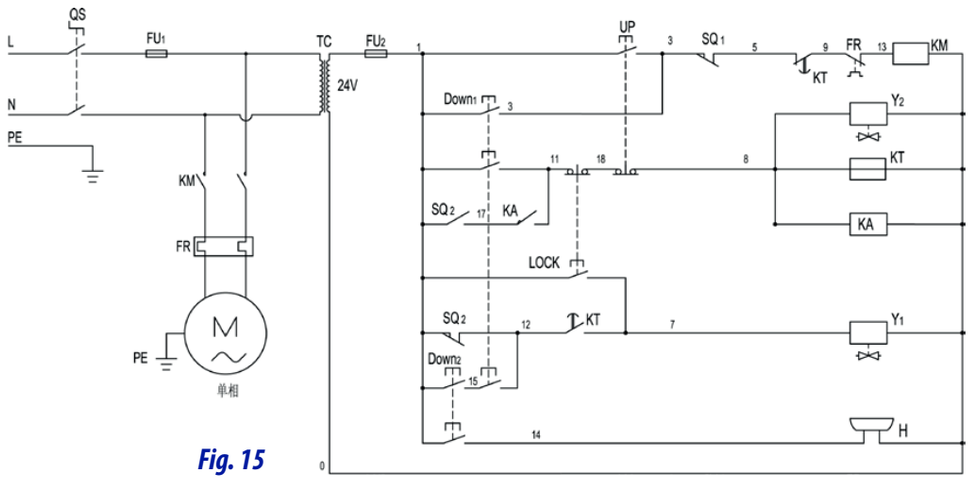

Fig. 15
3.2 Diagrama de circuito *(Ver Fig. 15).*